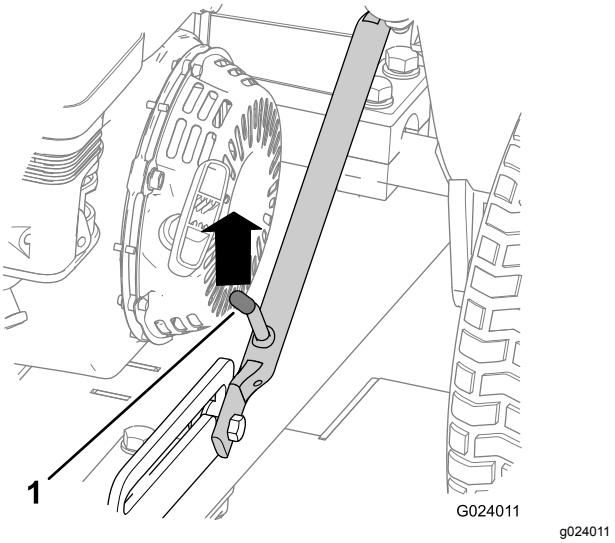

**Figuur 7**
4. Duw de trekhaak omhoog tot de vergrendelingshendel loskomt van de pal (Figuur 7).